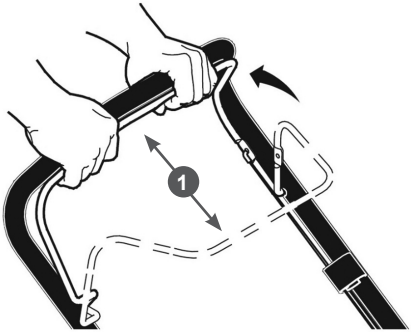

Рис. 12 Рычаг остановки двигателя
Перед запуском двигателя, несколько раз задействуйте рычаг остановки двигателя 1 (Рис. 12). Проверьте, чтобы рычаг и трос остановки двигателя работали должным образом.
3. Отпустите рычаг 1 остановки двигателя (Рис. 12).